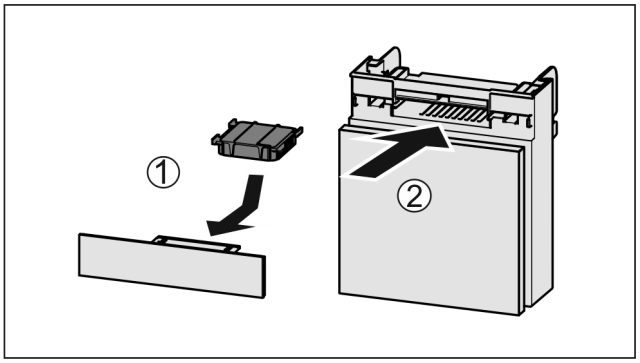

Fig. 45
▶ Установите фильтр с активированным углем, как показано на рисунке *Fig. 45 (1)*.
▶ Вставьте отделение *Fig. 45 (2)*.